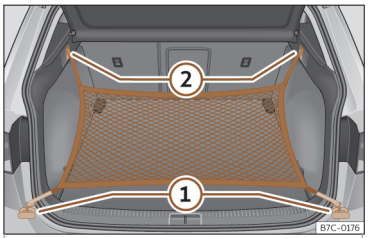

Fig. 113 En el maletero: argollas ① y ganchos ② para enganchar la bolsa de red.
- Fije los ganchos cortos de la red en las argollas de amarre»» **fig. 113** ① »» ⚠. La cremallera de la bolsa tiene que quedar hacia arriba.
- Fije las cintas en los ganchos para colgar bolsas ②.